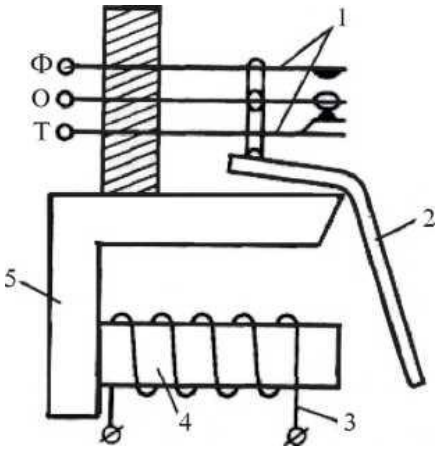

Рис. 1. Схема принципа действия реле:
- нерабочее (без тока), при котором реле обесточено, якорь отпущен, замкнуты контакты общий - тыловой (О - Т) (рис. 1)